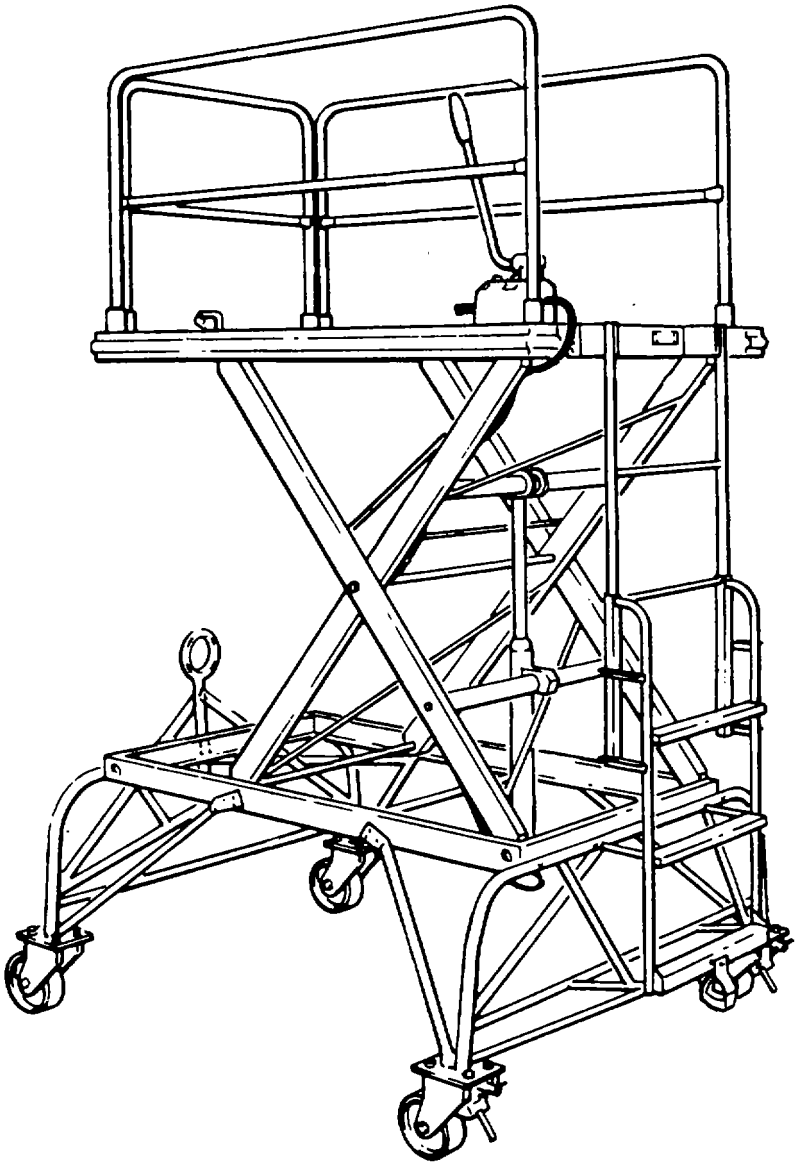

Figure 9-2. Type B-4A Maintenance Stand
(2) Folding maintenance stand, type B-4A. The B-4A maintenance stand, shown in figure 9-2, is an adjustable platform and ladder assembly mounted on a caster-equipped base. The maintenance stand is hydraulically raised and lowered. .